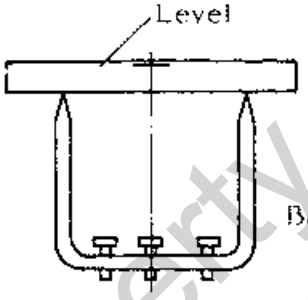

Fig. 1
* The wheel balancing base must be levelled (Fig. 1)